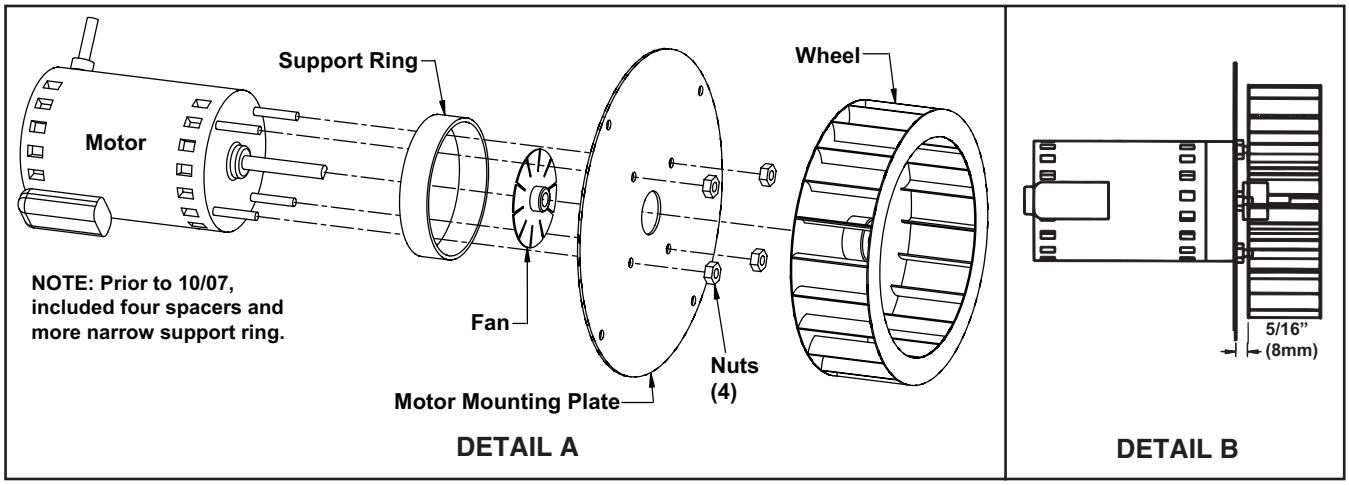

Figure 31. Venter Motor and Wheel Assembly
5. Disassemble motor and wheel assembly (see **Figure 31**, DETAIL A):
e. Slide venter wheel over end of shaft with closed side toward motor. Position wheel with spacing shown in **Figure 31**, DETAIL B and tighten setscrew to flat side of motor shaft.